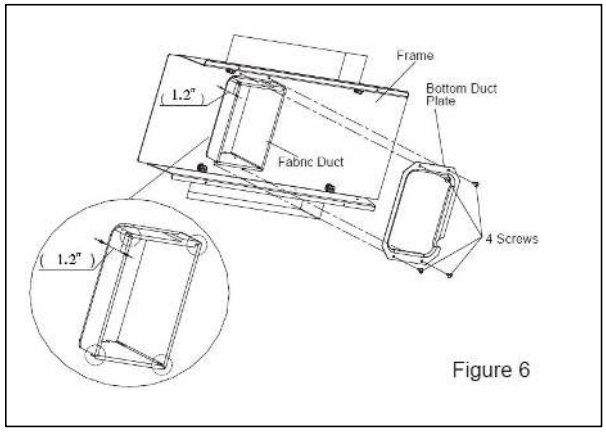

Figure 6
6. Set the fabric air duct into the duct opening of installation plate sub-assy and cut off four corner of fabric air duct. Because the thickness of vehicle top is different, the distance between the opening and the installation plate sub-assy is shown in figure 6.
7. Fasten each side of the fabric duct with fitting the bottom duct plate to the ceiling assembly frame with 4 screws (see Figure 6).Trim any excess fabric that may extend beyond edge of bottom duct plate.